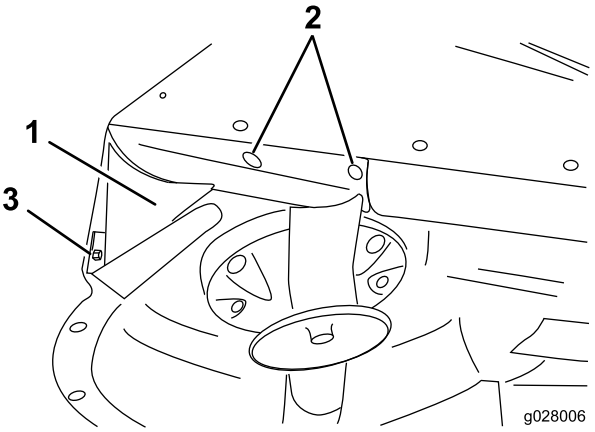

図 9
7. 後デフレクタを排出口の角に合わせる 図 9。
11. 後シェルフを型紙として利用して、デッキの湾曲している縁の中央にに二つの穴 直径 7mm を開ける 図 9。